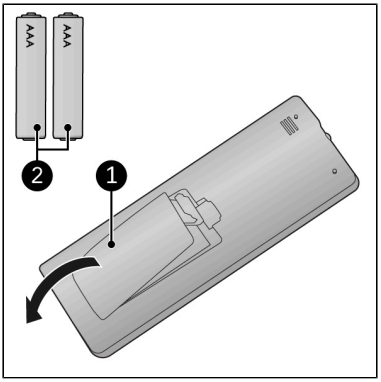

Figuur 16.
1. Verwijder het afschermplaatje (Figuur 16, pos. 1).
3. Plaats twee batterijen (AAA 1,5V) (Figuur 16, pos. 2) zoals aangegeven in het batterijvakje. Zorg dat u de batterijen er correct in doet.